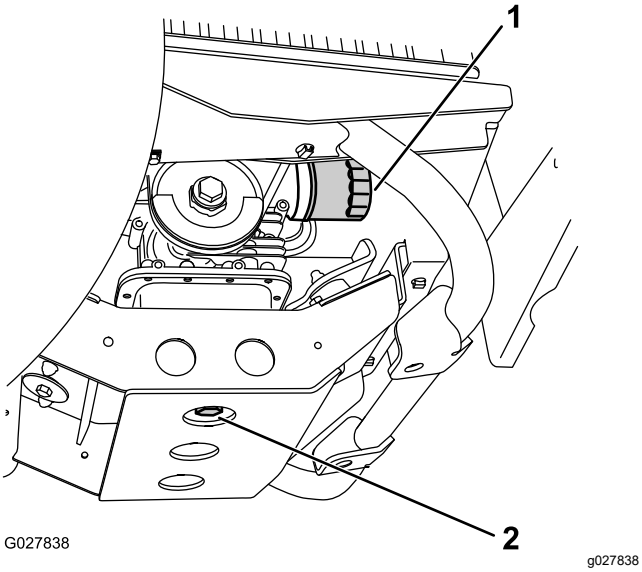

Figur 37
5. Plasser et tappefat med kapasitet på minst 1,6 liter under tappepluggen (Figur 37).
6. Fjern tappepluggen (Figur 37).
7. Monter fyllepluggen og forsegle den (Figur 37), og stram til med et moment på 45 til 53 Nm.
2. Fjern det gamle oljefilteret (Figur 37).
4. Tre det nye filteret på filteradapteren til pakningen kommer i kontakt med monteringsplaten. Stram deretter til filteret med ytterligere en halv til trekvart omdreining (Figur 37).